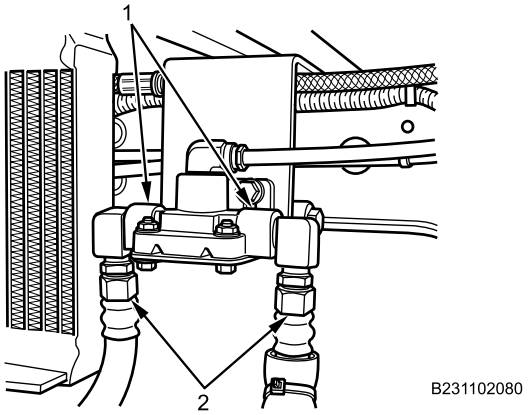

Figure 4. Inner Air Line Hoses.
5. Remove two inner air line hoses (Figure 4, Item 2) from air line connector (Figure 4, Item 1).